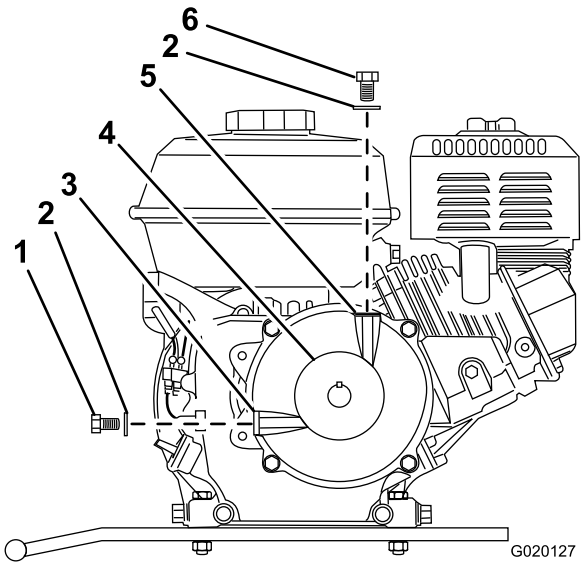

Figura 66
3. Retire el perno y la arandela de llenado del orificio de llenado situado encima de la caja reductora (Figura 66).
4. Retire el perno de comprobación del nivel de aceite y la arandela del orificio de nivel de aceite en el lateral de la caja reductora (Figura 66).
9. Instale el perno de comprobación del nivel de aceite y la arandela en el orificio de nivel de aceite de la caja reductora y apriete el perno de comprobación del nivel de aceite (Figura 66).
10. Instale el perno de llenado y la arandela en el orificio de llenado de la caja reductora y apriete el perno de llenado (Figura 66).